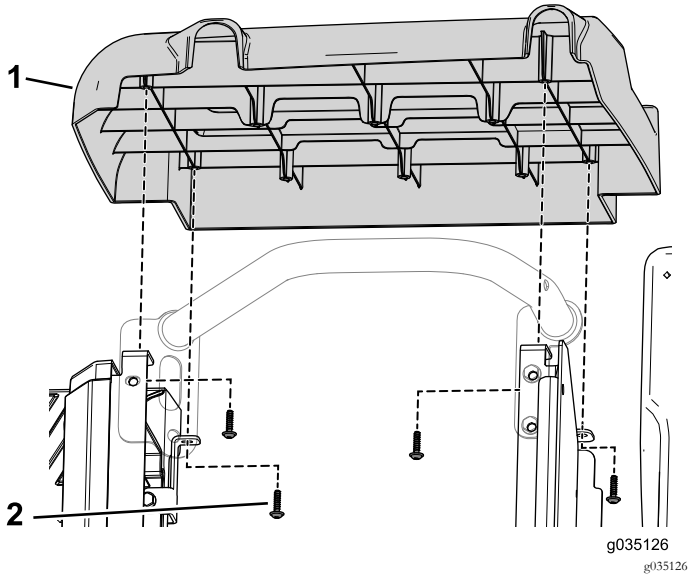

Рисунок 94
5. С помощью 8 самонарезающих винтов (3/32 x 7/8 дюйма) зафиксируйте левую и правую боковые панели из комплекта на передних панелях основания сиденья (Рисунок 94).